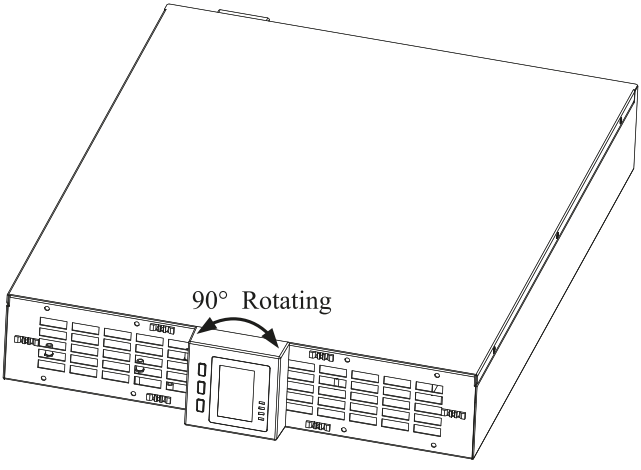

Рисунок 10
• Аккуратно потяните дисплей на себя и поверните его на 90 градусов по часовой стрелке для ИБП работающих в режиме 1:1 и против часовой стрелке для ИБП работающих в режиме 3:1 (рисунок 10).